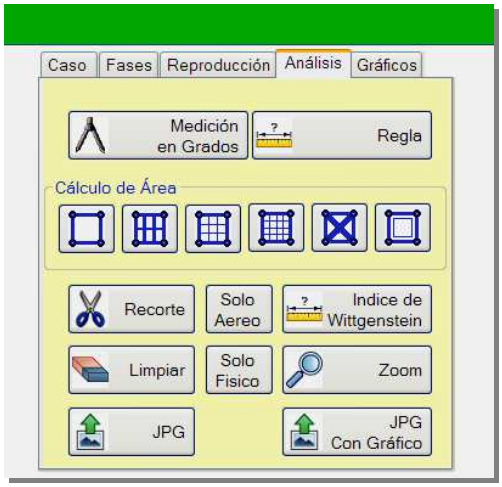

Figura 13: Detalle de la visualización de la solapa ANÁLISIS.
4. ANÁLISIS: Las funcionalidades de la solapa ANÁLISIS (Figura 13) incluyen: